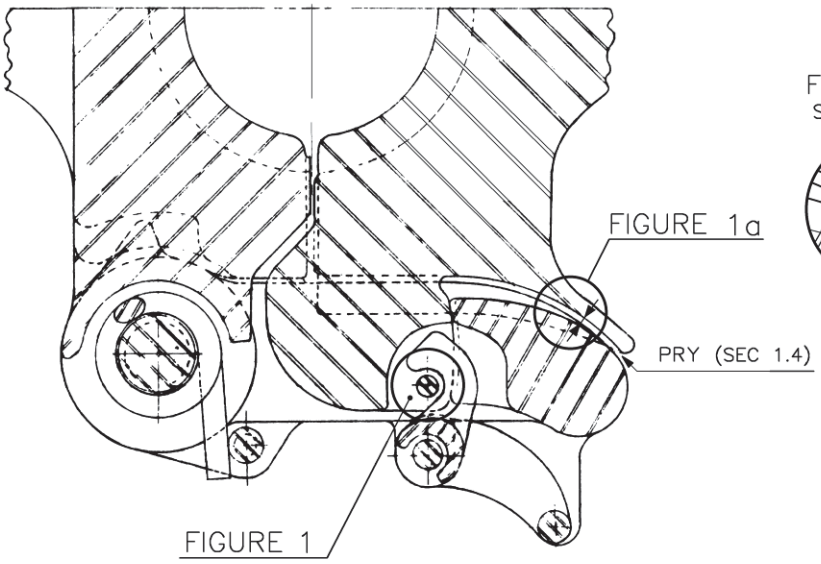

FIGURE 1a
3.7	Check that clearance between latch and door is 1/8” minimum, (elevator wedged, see fig 1a) *Note down the measured dimension:*_____